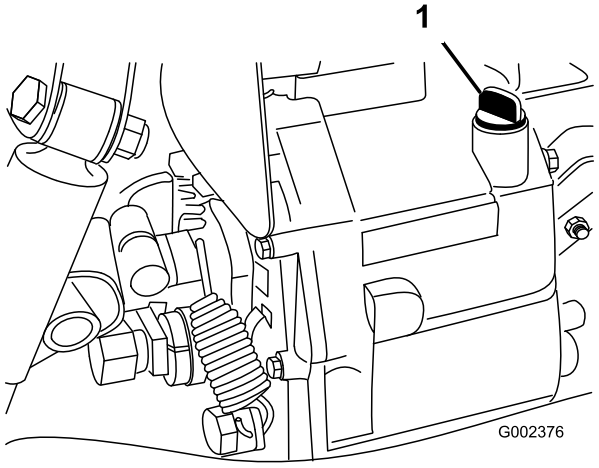

Figur 18
2. Gör rent området kring oljestickan (Figur 18).